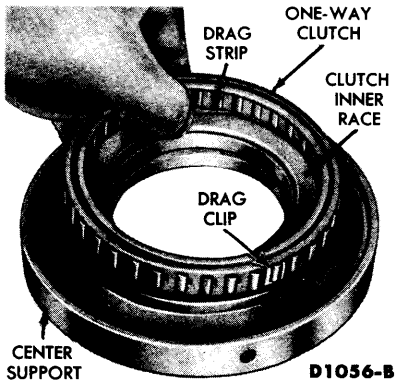

FIG. 30—One Way Clutch Installation on Center Support
1. On the bench, install the one-way clutch on the center support with the flanged side of the cage rings up (Fig. 30).